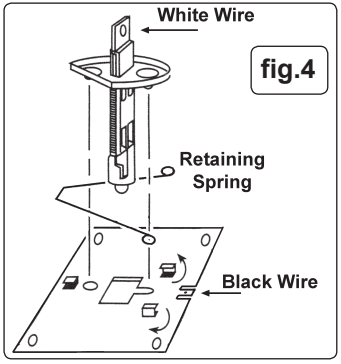

fig.4
4.4. Unclip and remove bulb retaining spring and lift bulb out (fig.4). Fit new bulb and refit retaining spring.